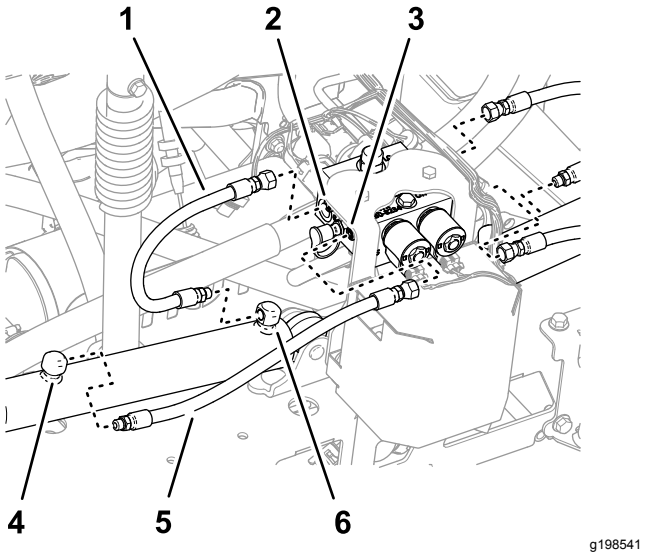

Rysunek 37
1. Odłącz przewody hydrauliczne od złączy wysuwania lewego i prawego siłownika podnoszenia (Rysunek 37).
2. Odłącz przewody hydrauliczne od złączy C2 i C4 na rozdzielaczu siłowników podnoszenia (Rysunek 37).
3. Odłącz przewody hydrauliczne od złączy wsuwania lewego i prawego siłownika podnoszenia (Rysunek 37).
4. Odłącz przewody hydrauliczne od złączy C1 i C3 na rozdzielaczu siłowników podnoszenia (Rysunek 37).